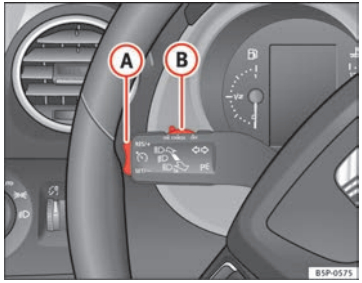

Fig. 150 Turn signal and main beam headlight lever: switch and rocker switch for the cruise control
– Push the switch ⇒ fig. 150 (B) to the left to **ON**.